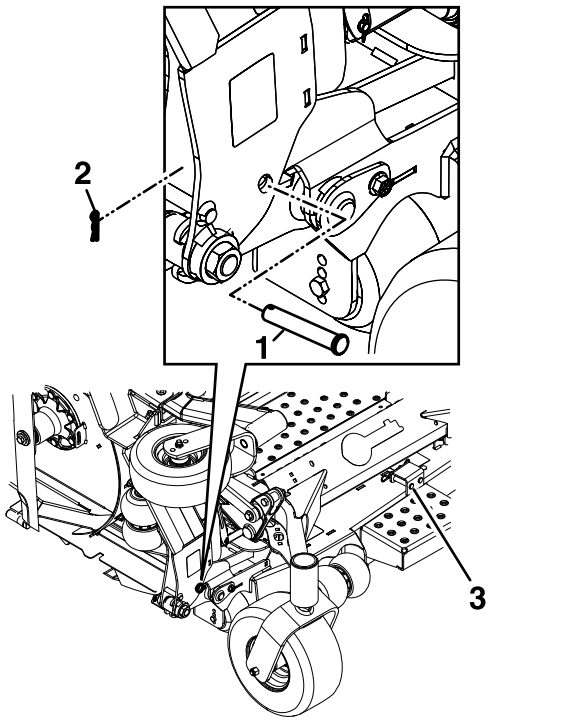

Figure 14
3. Remove the clevis pin and hairpin from the storage location and secure each wing in the up position as shown in Figure 14.